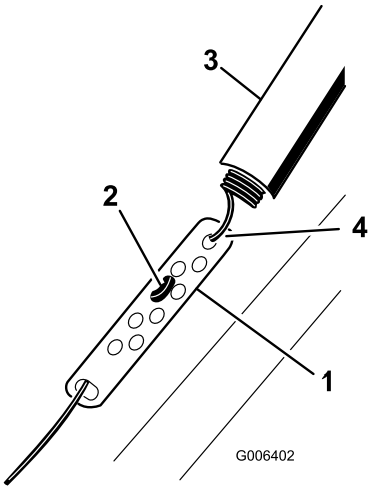

Figur 26
1. Skjut upp fjäderkåpan och haka loss fjädern från justerlänken (Figur 26).